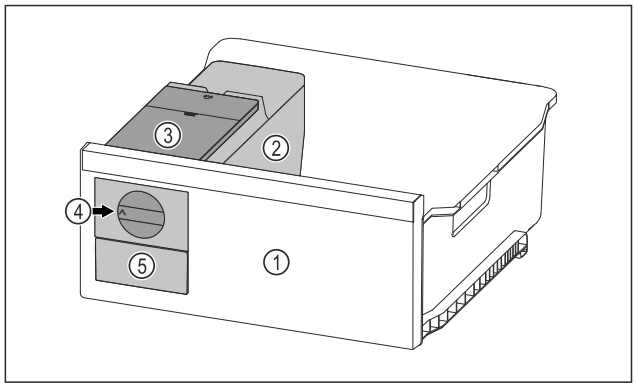

Fig. 120 Reprezentare exemplificatoare
▶ Rotiți butonul rotativ *Fig. 120 (4)* în sens orar până la opritor.
▷ Cuburi de gheață cad din tava pentru cuburi de gheață în sertarul pentru cuburi de gheață *Fig. 120 (5)*.